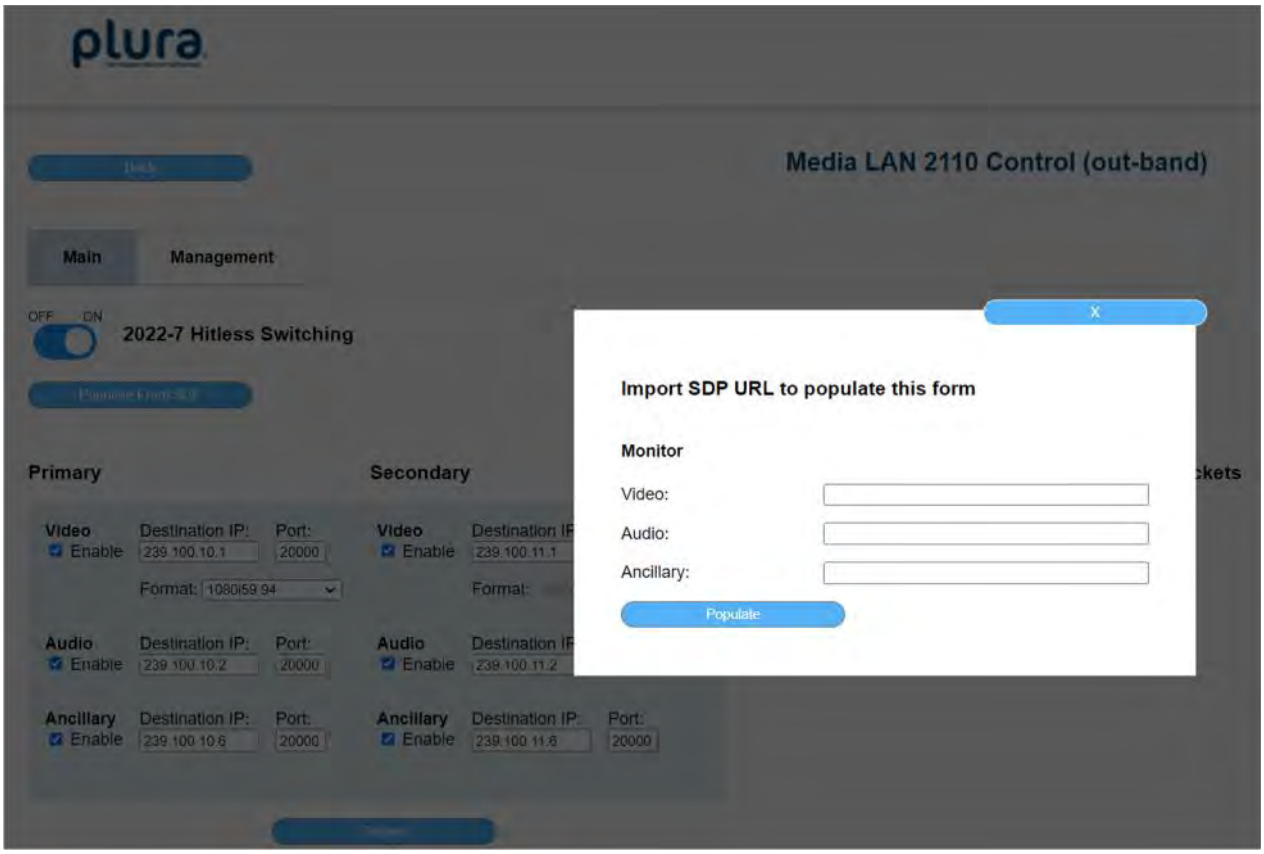

Figure 26. Import SDP URL
- Clicking the “Populate From SDP” button brings up the SDP URL import window (figure 26).